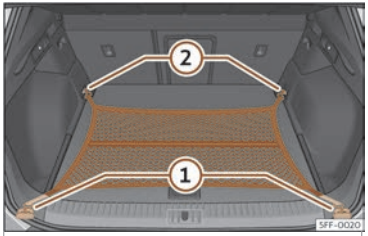

Fig. 120 Al maleter:bossa de xarxa enganxada arran de terra.
- Fixeu els ganxos de la xarxa a les argolles d'amarratge ① i ②››› fig. 120 ››› ⚠. La cremallera de la bossa ha de quedar cap amunt.